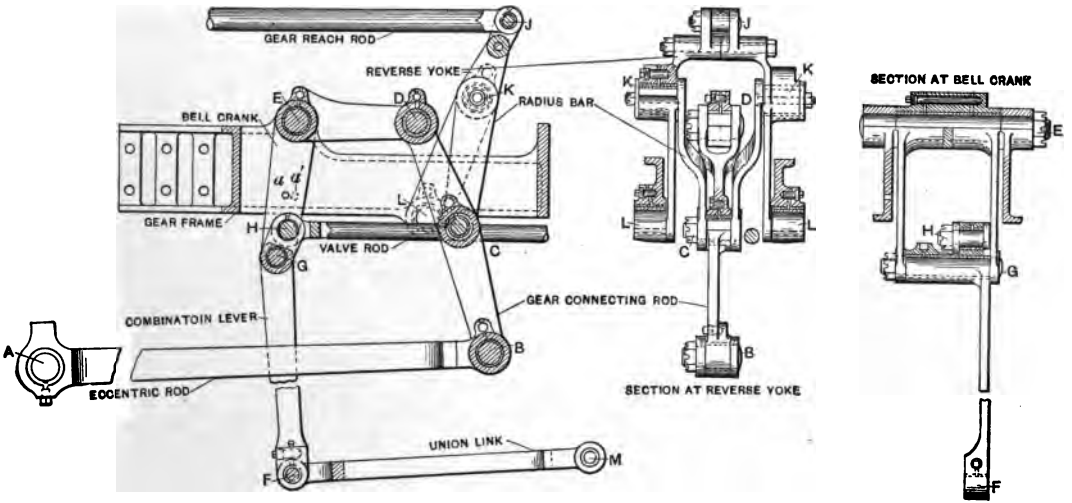

FIG. 49.—Baker–Pilliod Improved Valve Gear. Outside Admission.
The Improved Baker-Pilliod Valve Gear.—In the improved style of the Baker-Pilliod Valve Gear the reverse yoke with its radius bar, and the bell crank through which the motion of the eccentric rod is transformed to give the valve its "long" travel, is used just the same as in the original design, but there the similarity ends. Fig. 49 represents an arrangement of the improved gear for outside-admission valves, in which it is seen that the motion of the eccentric rod is transmitted to the gear-connecting rod which, after receiving the directing influence of the swinging radius bar, exerts an up-and-down motion to the upper arm of
A.—When the gear was first erected, after the valves had been set the reverse lever was placed in mid-gear and a hole drilled through the gear frame and bell-crank arm (see *a* and *a′*, Figs. 49 and 50). You now remove the broken parts—if a broken eccentric crank remove the eccentric rod, of course; move the bell crank until holes *a* and *a′* are in register, insert a bolt through